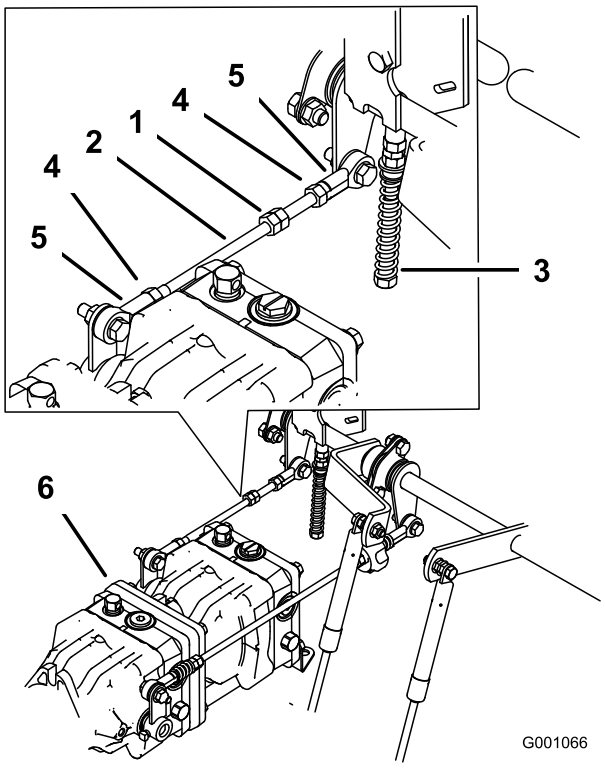

**Figuur 74**
1. Draai de borgmoeren op de kogelverbinding op de bedieningsstang van de pomp los (Figuur 74).
3. U stelt de lengte van de pompstang af door de dubbele moeren op de stang in de juiste richting te draaien, totdat de het wiel stil staat of iets achteruit kruipt (Figuur 74).
6. Draai de borgmoeren op de kogelverbindingen vast (Figuur 74).